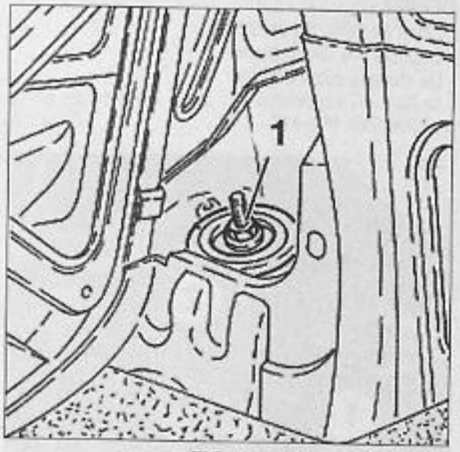

FIG. 15
• **Dans le coffre,** déposer l'écrou de fixation supérieure (1) puis déposer la coupelle (Fig.15).